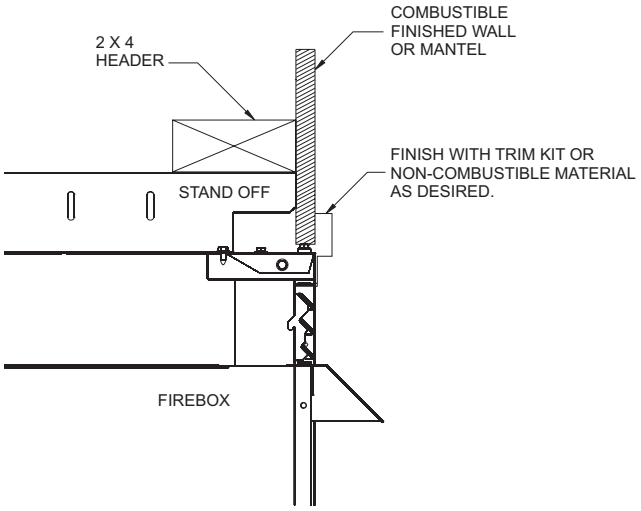

**Figure 2a - Louvered Models**
**Top Framing and Finishing:** Combustible framing may rest on top of standoffs. Combustible finishing materials may extend to the top standoff screws on the front edge of the outer wrap. **See Figures 2a & 2b**.